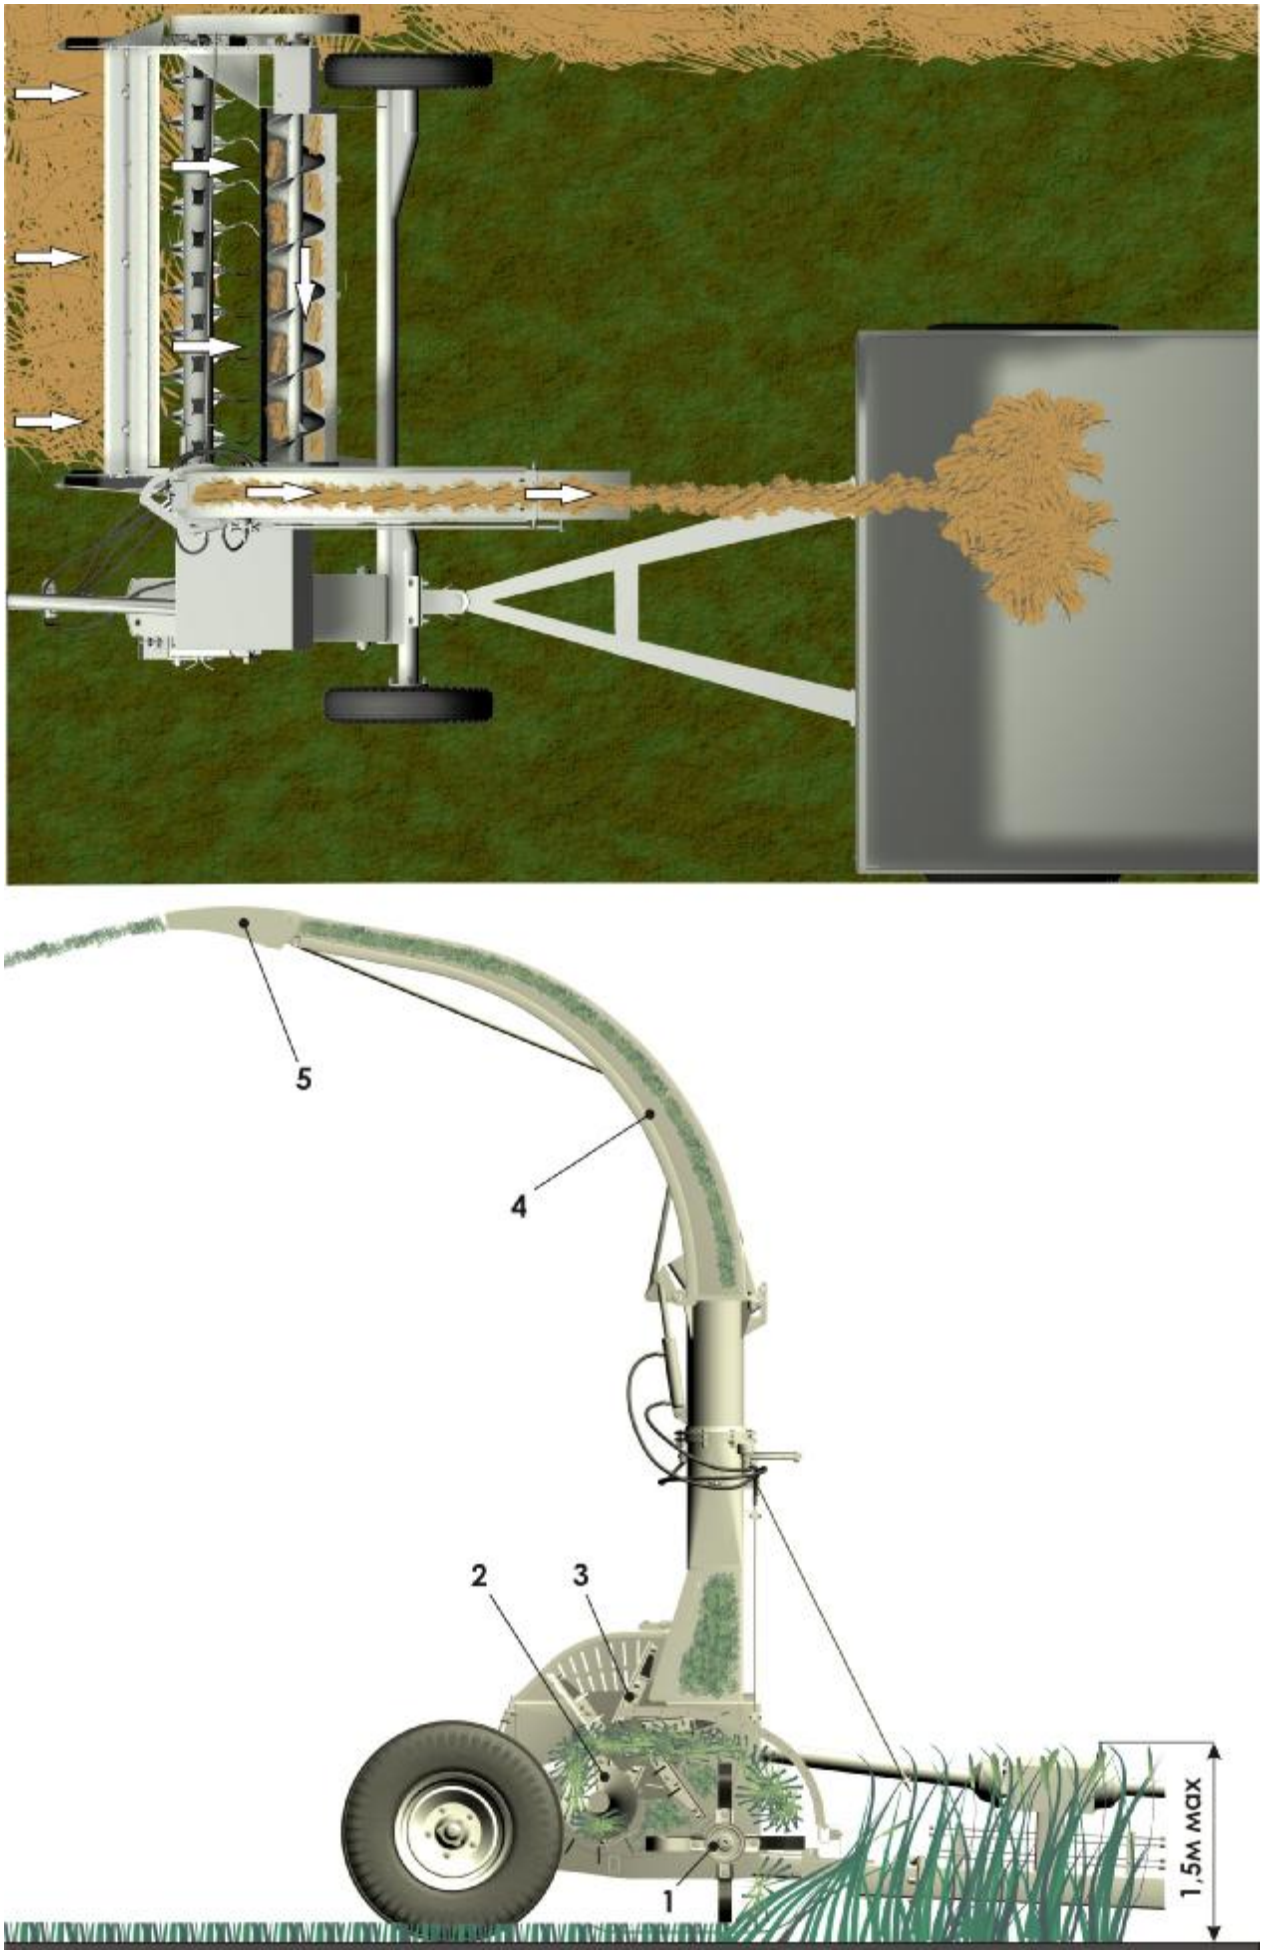

Рис. 2 **Технологическая схема работы КСД**-2,0
1. Схема технологического процесса работы комбайна при скашивании зеленой массы, измельчения и погрузки в транспортное средство используемой для непосредственного скармливания животным или приготовления кормов показана на рис.2.